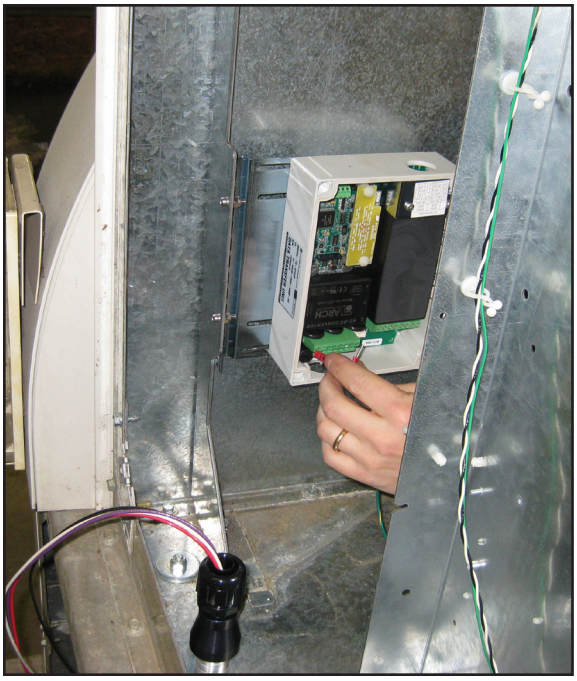

Figure 3: Attach DTU to Dispenser
44. Close right door assembly and tighten latch. Refer to Figure 3.
5. Install the DTU assembly in the vertical dispenser bracket as shown in Figure 3. Use the two screws, washers, and nuts as supplied in the TS-DTU/P hardware kit.